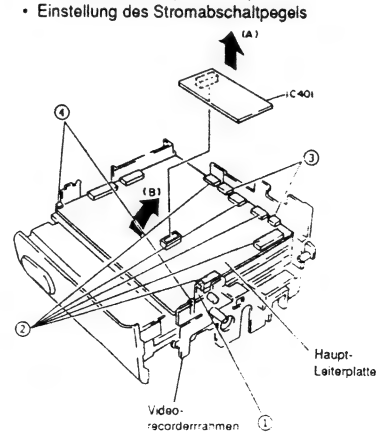
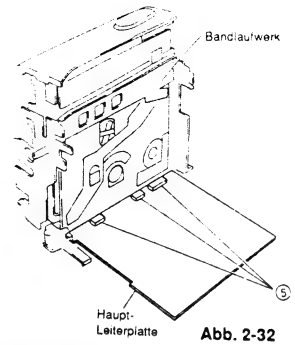

Abb. 2-31
Abb. 2-32
1) Eine (1) Lasche freigeben und den Audio-IC (IC401) von der Haupt-Leiterplatte in Richtung des Pfeiles (A) entfernen (siehe Abb. 2-31).
2) Fünf (5) Flachkabel (CN112, CN602, CN905, CN907, CN910) von der Haupt-Leiterplatte abtrennen.
3) Zwei (2) Stecker (CN113, CN904) von der Haupt-Leiterplatte abtrennen.
4) Zwei (2) Laschen freigeben und die Haupt-Leiterplatte in Richtung des Pfeiles (B) aufklappen.
5) Drei (3) Flachkabel (CN601, CN604, CN906) von der Haupt-Leiterplatte abtrennen und die Haupt-Leiterplatte von dem Bandlaufwerk abnehmen (siehe Abb. 2-32).